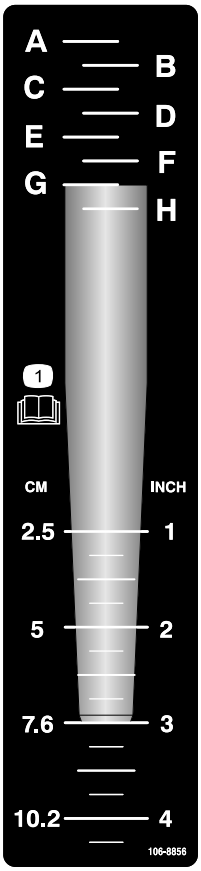

Figuur 20
1. Leg de pen op de dieptesticker en breng ondertussen de punt van de pen op één lijn met de gewenste beluchtingsdiepte, zoals weergegeven in Figuur 20.
2. Bepaal de letter van de instelling die overeenkomt met het bevestigingsuiteinde van de pen (Figuur 20). Stel de dieptecontrole in op de overeenkomende letter op de sticker.